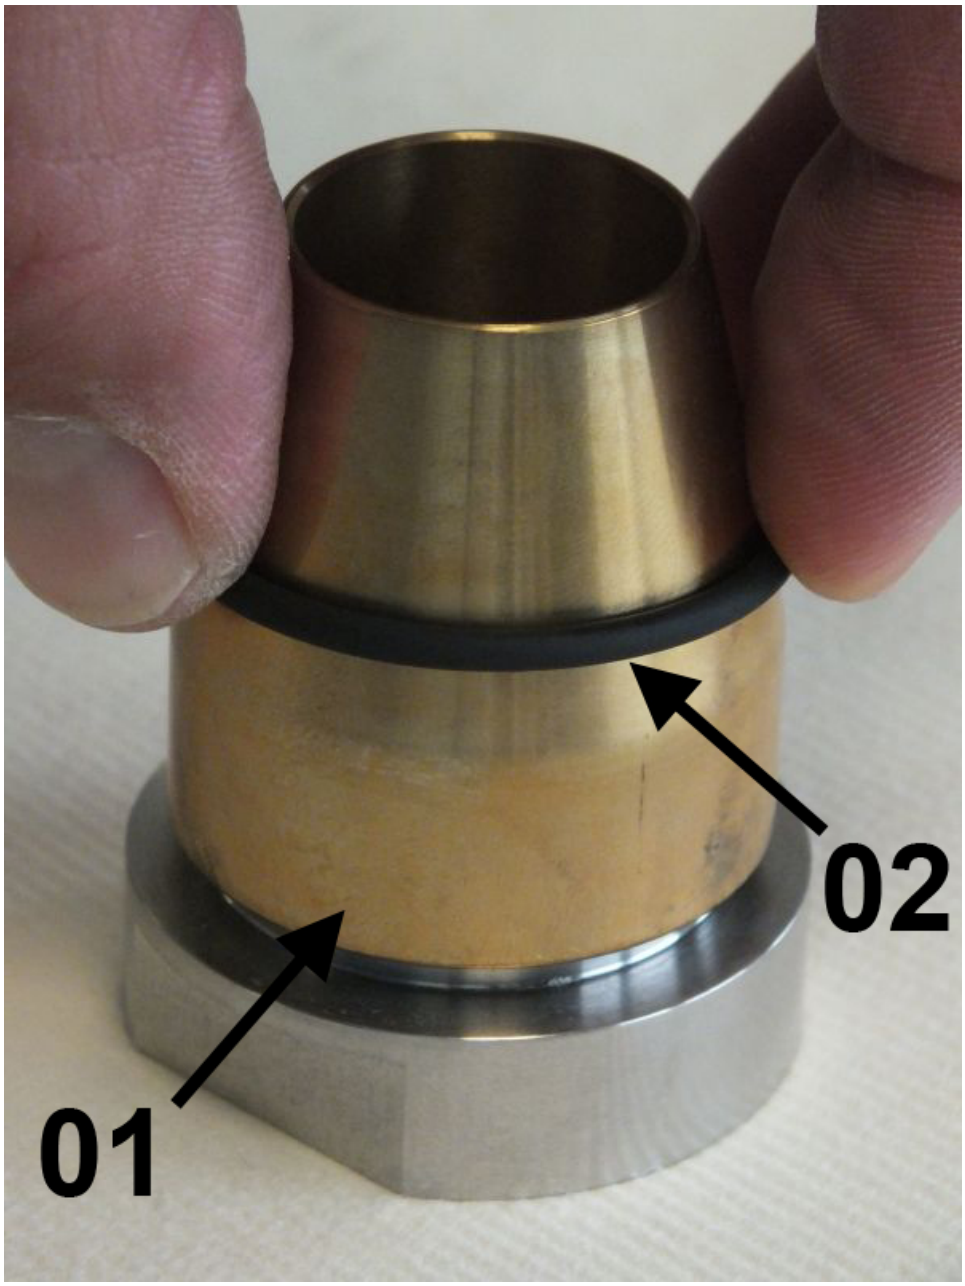
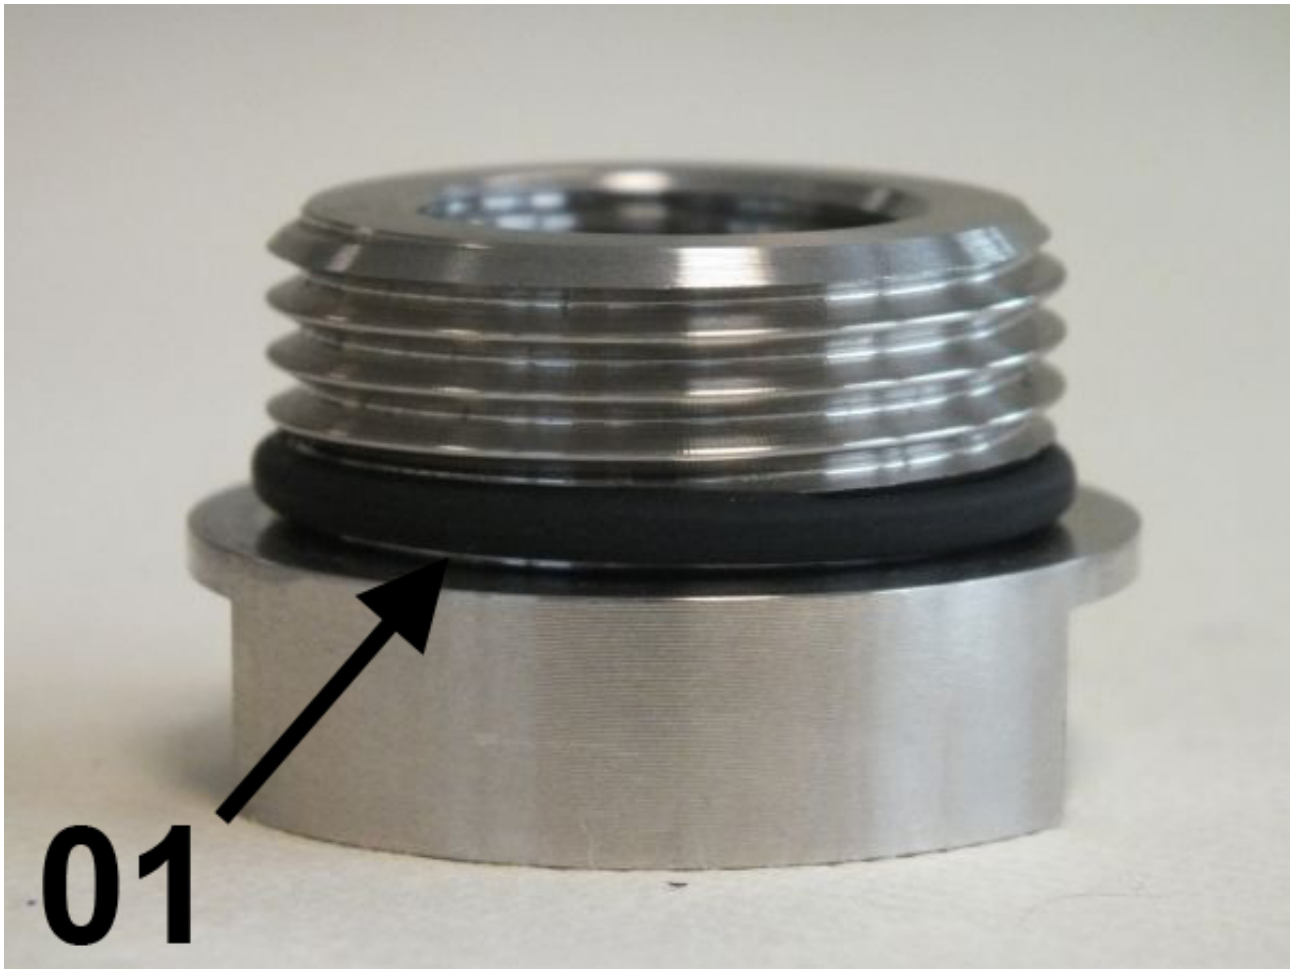

Fig. 53: O-ring (seal)
Fig. 54: Properly positioned O-ring
1. Carefully install the O-rings (*Fig. 53*/02) with the aid of the O-ring installation tool (*Fig. 53*/01) onto both process connections (inlet and outlet), so that they are properly seated in the O-ring grooves of the process connection (*Fig. 54*/01). When doing so, be careful not to overstretch the O-rings.
2. Position the O-ring properly on the process connection(*Fig. 54*/01)